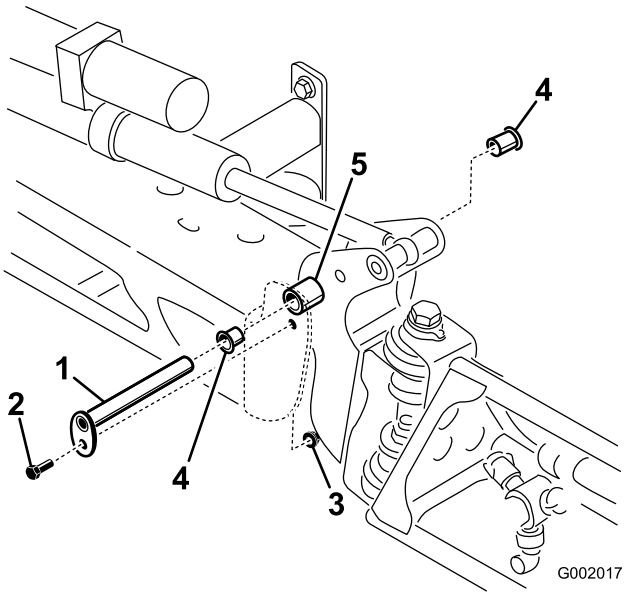

Figur 60
3. Når bommens vægt er understøttet, kan du fjerne den bolt og møtrik, der fastholder drejetappen på bommen (Figur 60). Fjern drejetappen.
5. Fjern og efterse nylonbøsningerne fra aksebeslagets for- og bagside (Figur 60). Udskift eventuelle beskadigede bøsninger.
7. Monter bommen og aksebeslaget på midterstellet, og tilpas åbningerne (Figur 60).